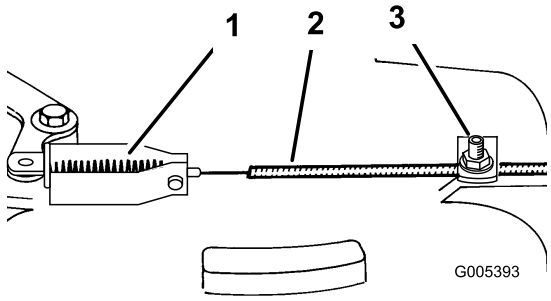

Figura 33
3. Allentate la vite del morsetto finché la guaina del cavo del freno non scorre (Figura 33).